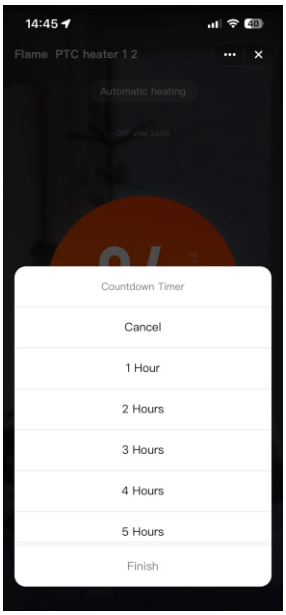

Bild10
4. Drücken Sie „Countdown Timer“, um die in Bild 10 gezeigte Anzeige aufzurufen.